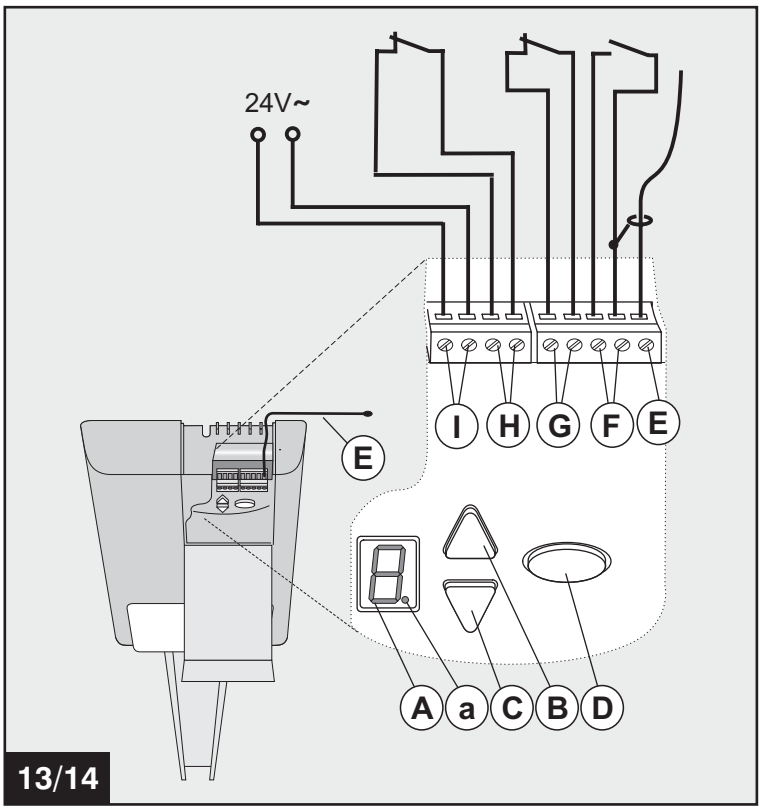

Abb. 13 - Antennenausrichtung / Anschlußplan
Bei erhöhten Anforderungen an den Personenschutz empfehlen wir zusätzlich zur internen Kraftbegrenzung des Antriebes die Installation einer Gegenlichtschranke (siehe Anschlußplan Bild 13 (I) (H)). Weitere Informationen zum Zubehör entnehmen Sie bitte unseren Unterlagen. Fragen Sie Ihren Fachhändler.
- Sicherstellen, daß die Antenne richtig positioniert ist (siehe Bild 13).